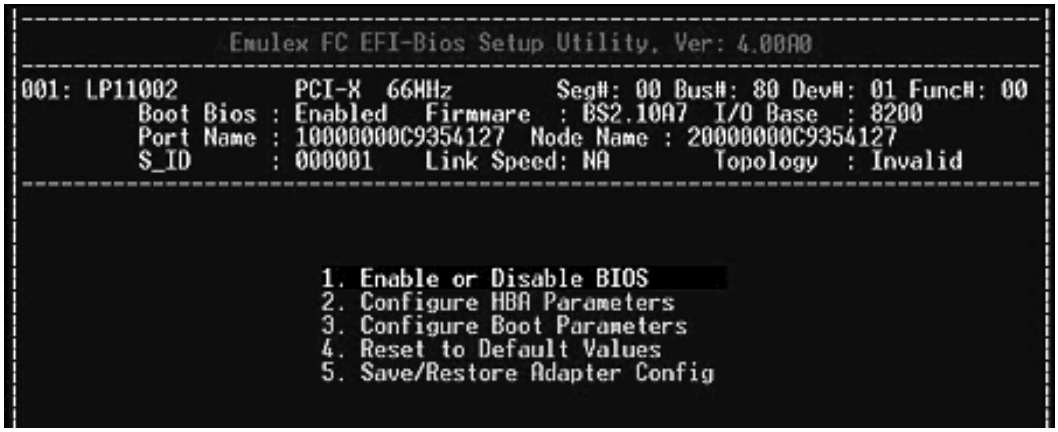
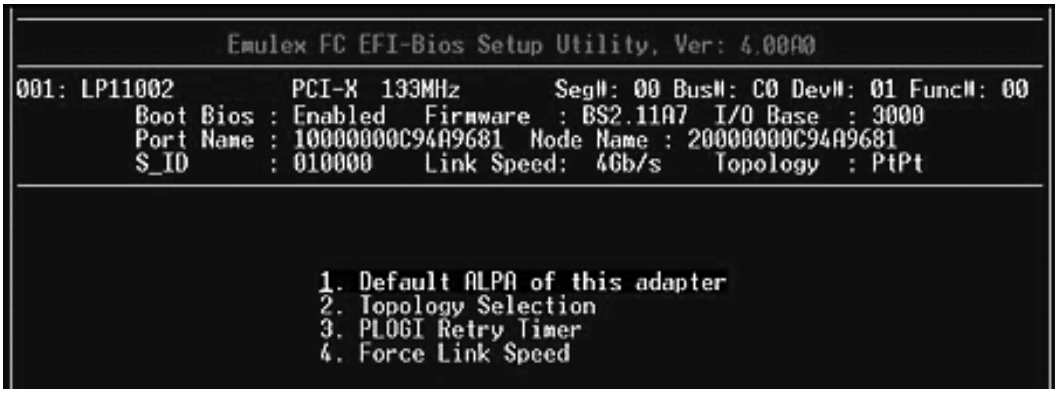

Figure 25: EFI-BIOS Setup Utility menu
Figure 28: Adapter Configuration menu
1. On the Main EFI-Bios Utility menu, select **1**. **Setup Utility** and press **<Enter>**. The EFI-BIOS Setup Utility menu is displayed (Figure 25).
On the EFI-BIOS Setup Utility menu (Figure 25) select **2. Configure HBA Parameters** and press **<Enter>**. The Adapter Configuration (Figure 28) is displayed.
To configure boot parameters, on the EFI-BIOS Setup Utility menu (Figure 25) select **3. Configure Boot Parameters** and press **<Enter>**. The menu shown in Figure 33 is displayed.